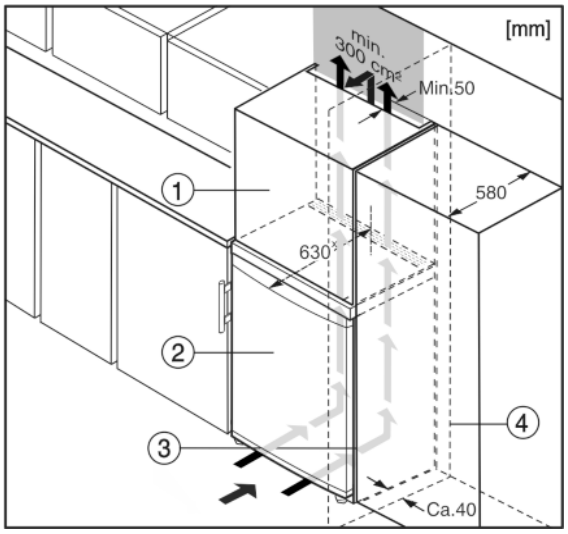

Fig. 10
Устройство может быть окружено предметами кухонной обстановки. Чтобы уравнять устройство *Fig. 10 (2)* по высоте с кухонной стенкой, можно установить над устройством соответствующий дополнительный шкафчик *Fig. 10 (1)*.
При комбинировании с кухонными шкафами (глубина макс. 580 мм) устройство можно установить непосредственно рядом с кухонным шкафом *Fig. 10 (3)*. Устройство выступает сбоку на 34 мм[x] и по центру на 50 мм[x] относительно передней стенки кухонного шкафа.
Если устройство установлено на шарнирах у стены *Fig. 10 (4)*, то расстояние между устройством и стеной должно быть не менее 40 мм. Настолько выступает ручка при открытой дверце.